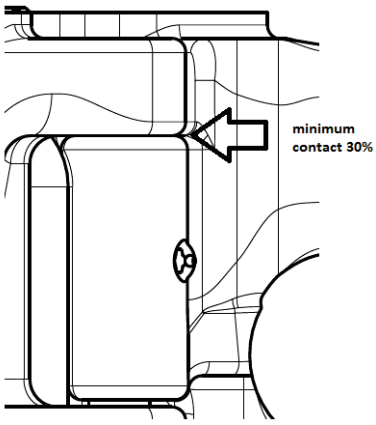

Figure 2
3.2	Check that the top surface of the body hinge makes contact with the bottom side of the upper door hinge (Min 30% use .006" feeler gage, see fig 2)